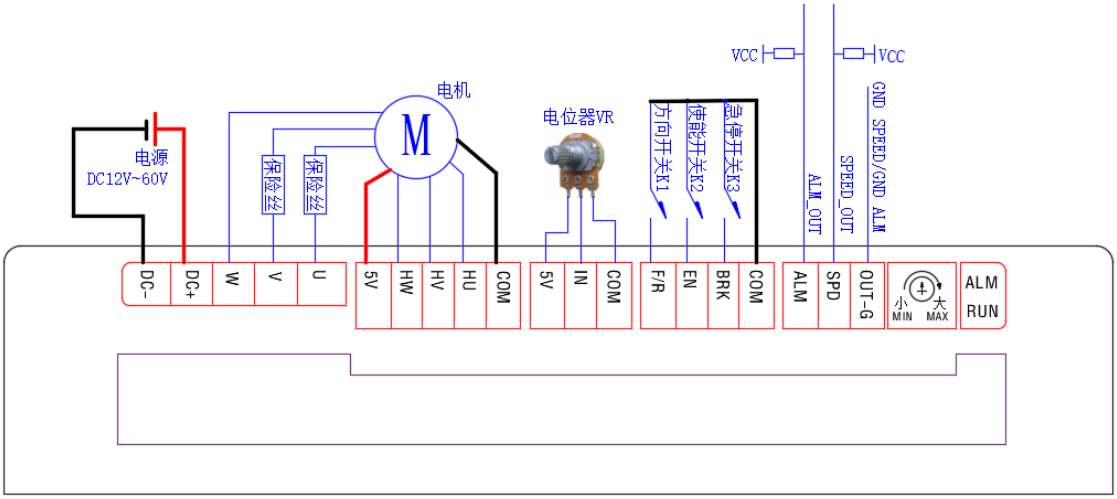
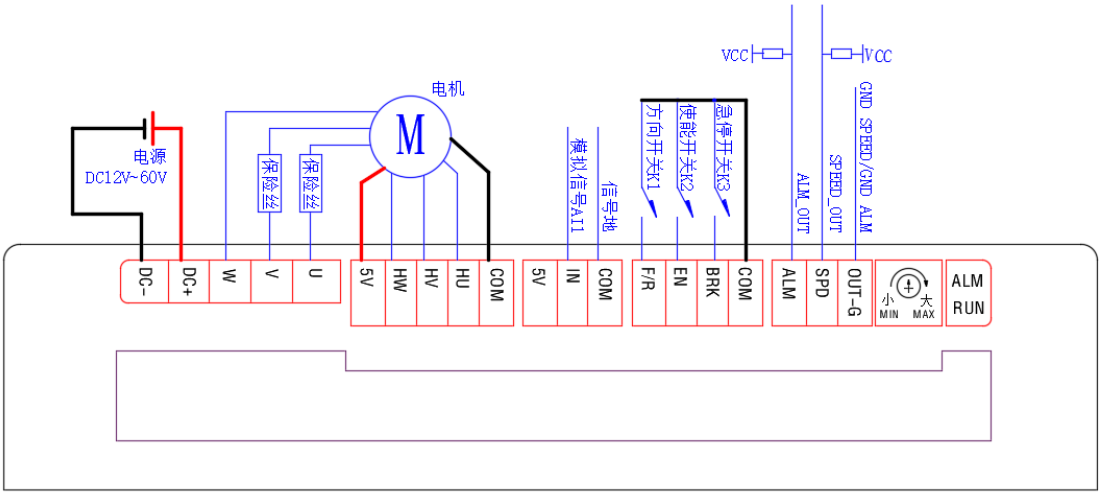

图 6.10 有感外部电位器开环控制接线图
图 6.11 有感外部模拟量开环控制接线图
断开驱动器电源，接线如图 6.10 或图 6.11 所示。
- 外部电位器：电位器 VR 两不动端接 5V 和 COM，动端接 IN，用于调速。当电位器动端由 COM 滑向 5V 过程中，电机负载率输出由零到最高负载率。接线如图 6.10。
- 外部模拟量输入：IN 接模拟信号 AI1，用于电机调速。COM 接信号地。当 AI1 由 0 到最大值过程中，电机负载率输出由零到最高负载率。接线如图 6.11。